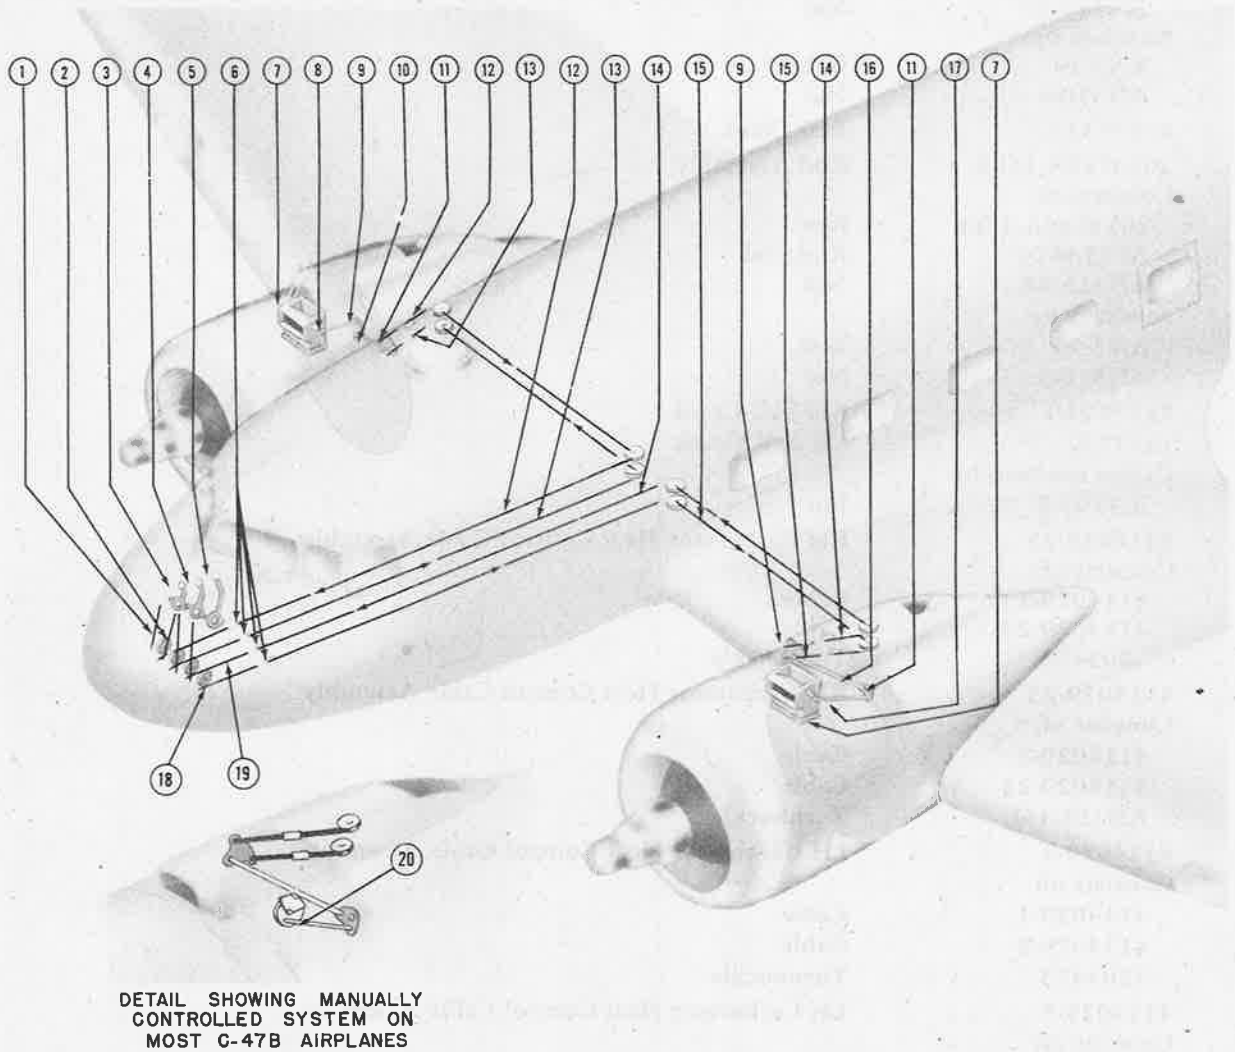

Figure 233—Carburetor Hot Air Control System
(4) CARBURETOR AIR INDUCTION SYSTEM. *(See figure 233.)*
KEY TO FIGURE 233
KEY TO FIGURE 233 (Continued)